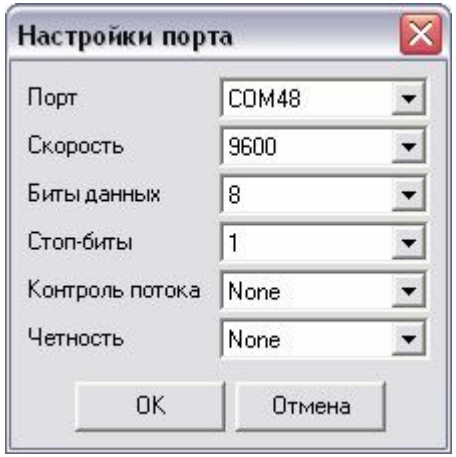

Рис.6.2. Окно настройки виртуального COM-порта
6.2.6. Запустить программу «ГЕОМАГ связь» и открыть окно настройки параметров виртуального COM-порта командой меню «Настройки – Порт» (рис.6.2).